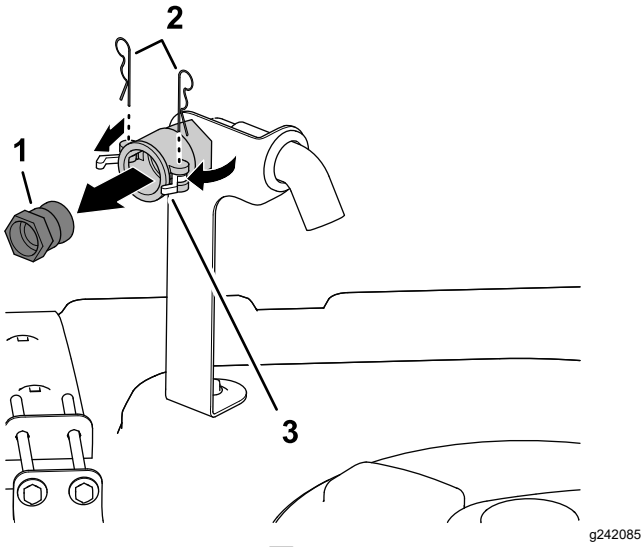

図 3
1. 液剤タンクカバーの右前側で、逆流防止レセプタクル用のクイックディスコネクトのフィッティングのラッチを固定しているヘアピン2本を外す図 3。
2. ラッチを回して、クイックディスコネクトのカップリングのフィッティングのロックを解除する図 3。
3. クイックディスコネクトのカップリングからフィッティングを外す図 3。
4. ラッチを閉じて、クイックディスコネクトのカップリングのフランジにヘアピンを取り付ける図 3。